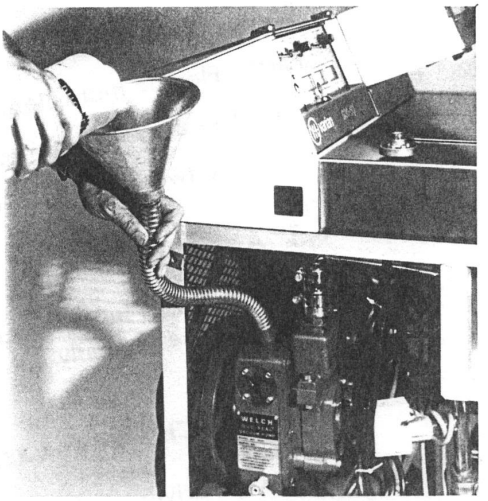

Figure 6-7.
11. Refill with proper change of fresh Duo-Seal (0.6 quart). (See Figure 6-7.) Fill so that oil level is between the two lines on the sight glass when pump is operating.